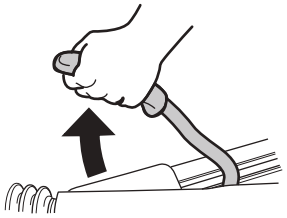

Abb. 9
► Feststellbremse anziehen (Abb. 9) und / oder die Reifen mit Unterlegkeilen sichern.